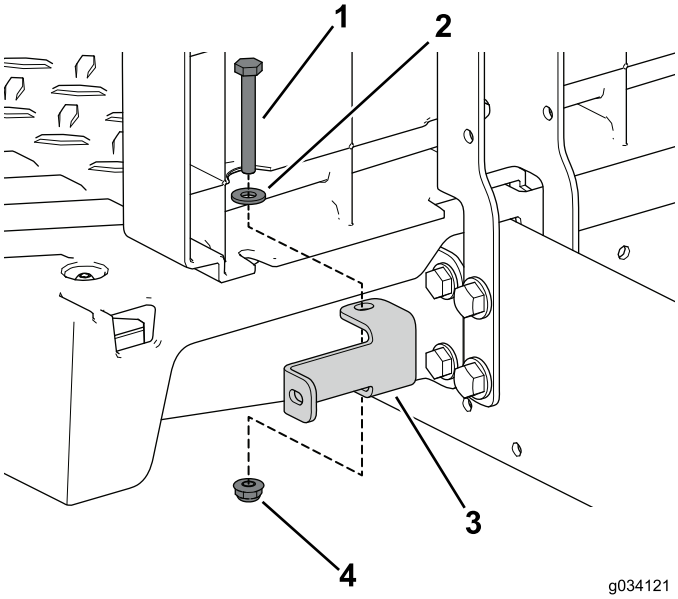

Figure 41
6. Use the 2 bolts (1/4 x 2 inches), washer, and locknut to secure the left and right panel bracket the machine (Figure 41).